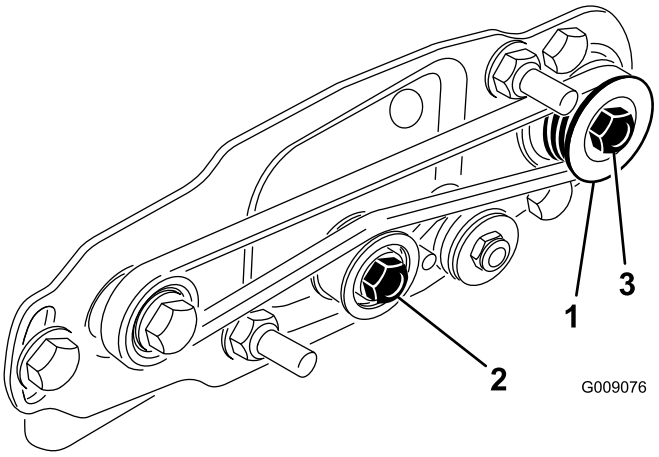
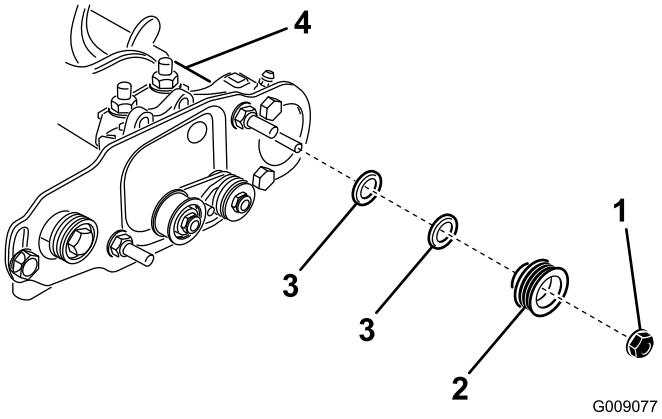

**Figura 23**
**Figura 24**
1. La puleggia condotta (all'albero della spazzola per rulli) può spostarsi in dentro o in fuori (Figura 23).
2. Mentre fate ruotare il cilindro, che farà ruotare a sua volta la puleggia motrice, fate leva sulla cinghia per staccarla dalla puleggia motrice (Figura 23).
3. Togliete il dado di bloccaggio che fissa la puleggia condotta all'albero della spazzola (Figura 23 o Figura 24).
4. Rimuovete la puleggia condotta dall'albero (Figura 24).
5. Se occorre spostare in fuori la puleggia, aggiungete un distanziale dello spessore di 0,8 mm (Figura 24). Se occorre spostare la puleggia verso l'interno, togliete il distanziale dello spessore di 0,8 mm.